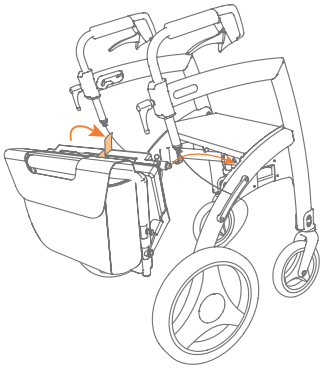

Figure 30: Fixer le kit chaise roulante.
a. Prenez le kit chaise roulante et tenez le sac dirigé vers vous **(Figure 30)**.